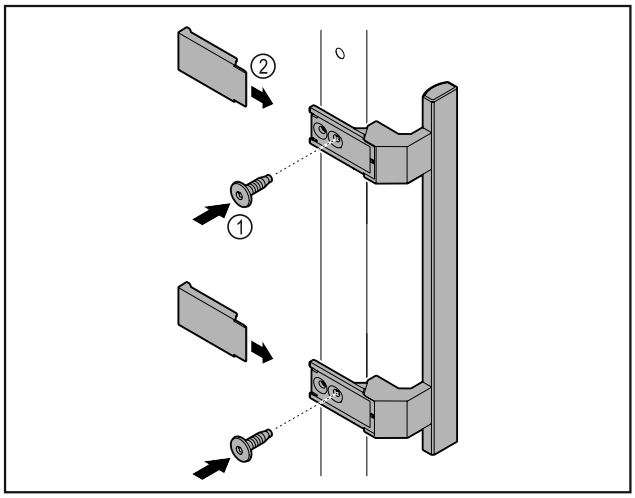

*Fig. 49*
▶ Atașați mânerul din pachetul de accesorii la ușă cu ajutorul șuruburilor incluse *Fig. 49 (1)*.
▶ Aplicați capacul *Fig. 49 (2)*.